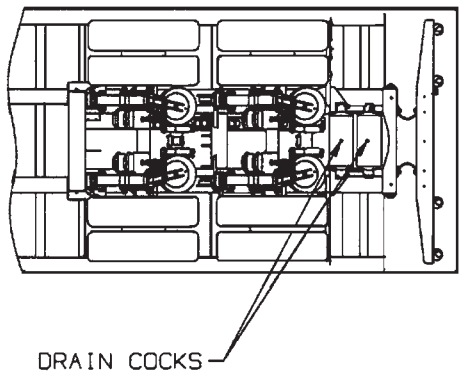

Figure 4-13 Drain Cock Locations
- **d.** Drain air reservoir daily. A drain cock on the bottom of each air reservoir vents the tank to drain collected water and oil. If held open, air pressure in the tanks is relieved, causing the emergency or parking brakes to be applied **(See Figure 4-13).**